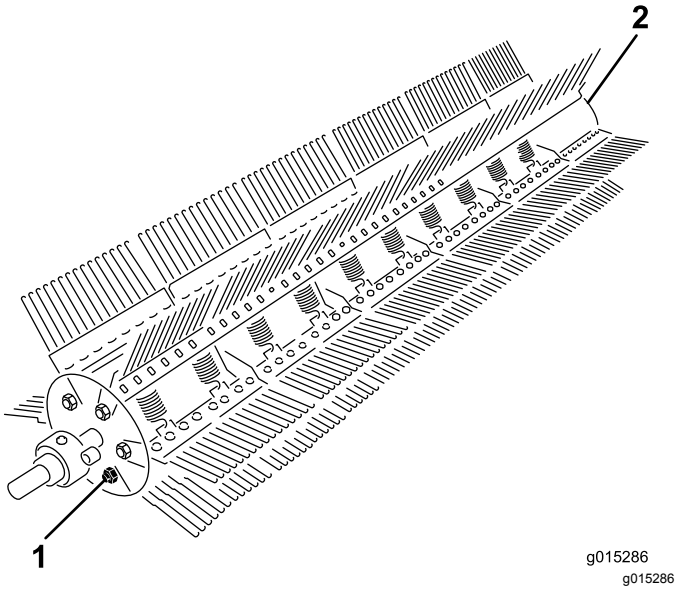

Figur 27
2. Ta bort skruven och låsmuttern från ena änden av räfsstången (Figur 27).